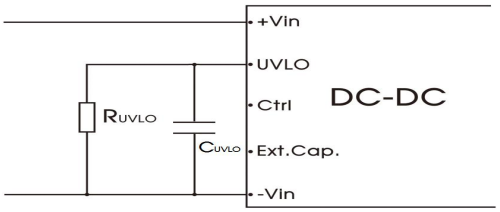

图 9
3.UVLO 引脚可以通过外部电阻 R_{UVLO} 调节输入欠压保护点，R_{UVLO} 的具体数值请参考图 9，如果该引脚悬空，欠压保护点为 11V。
3. 电阻 R_{UVLO} 用于调节输入欠压保护点，取值可参考图 9。